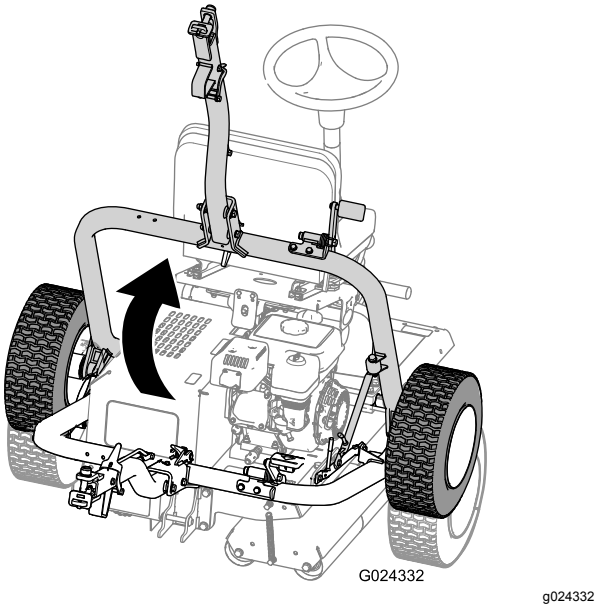

Figur 29
D. Hev låsen (Figur 29) til låsespaken låses i glidestopphaken (Figur 25).